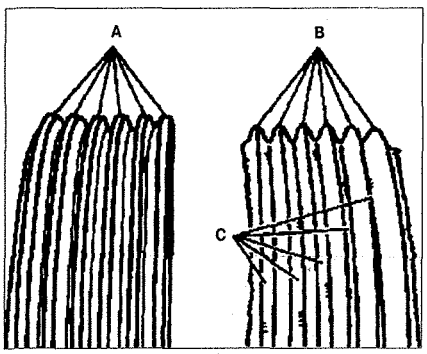

Рис. 1.2. Износ кромок клиновидных ребер ремня B и оголение корда в выемках ремня C.
- износ кромок клиновидных ребер ремня **B** и оголение корда в выемках ремня **C**; на новых ремнях ребра имеют трапецеидальную форму **A** (см.рис.1.2);